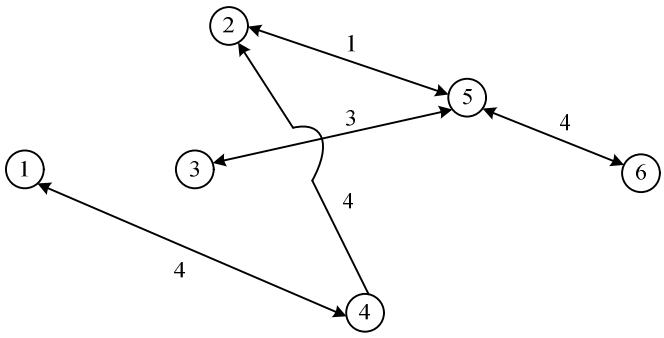

图 24.8　④③之间断开后的运输网
（3）路径①④③⑤⑥的剩余最大流量为 1 万吨。计算过后，该路径上各段流量应都减少 1 万吨。从而④③之间断开，①④之间的剩余流量是 4 万吨，③⑤之间的剩余流量是 3 万吨，⑤⑥之间的剩余流量是 4 万吨，如图 24.8 所示。